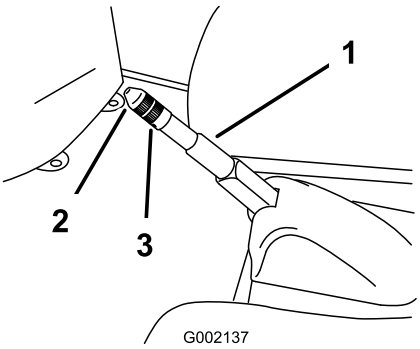

Figur 45
2. Løsne setteskruen som festen knotten til parkeringsbremsespaken (Figur 45).